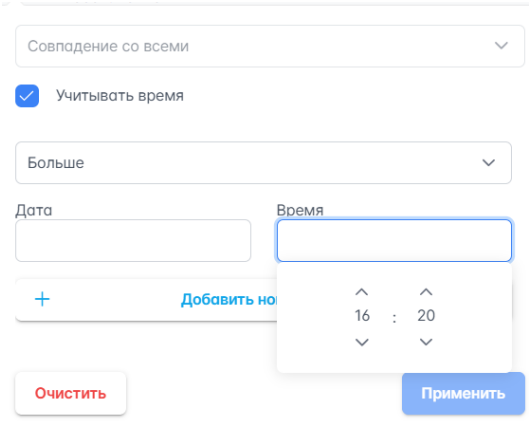

Рисунок 5 – Расширенный поиск, учитывающий время
4) Установить при необходимости флажок "Учитывать время". При установке флажка появится возможность в качестве значения установить не только дату, но и время (рисунок 5).
7) Если был установлен флажок "Учитывать время", то в поле "Время" устанавливается значение времени выбранной даты. Установка времени выполняется нажатием на соответствующее поле и выбором с помощью кнопок управления ^ , v требуемого значения в формате ЧЧ:ММ (рисунок 5).